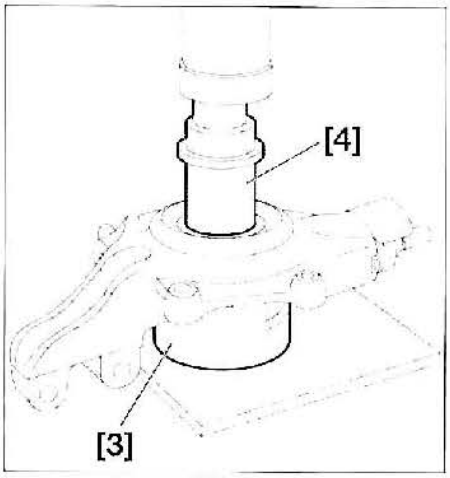

FIG. 22
• Reposicionar la pista interior (2) en su alojamiento.
• Poner el útil [4] (tuerca ref. 9501-T. C1) en contacto con la pista del rodamiento **(fig. 22)**.
• Colocar el útil [3] (placa de apoyo del extractor de rodamiento ref. 0821.B).